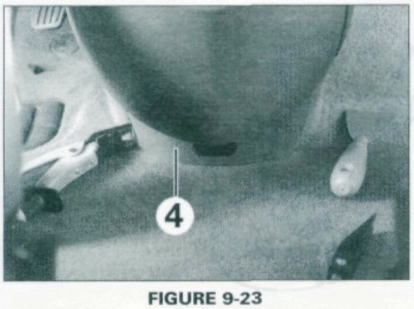

FIGURE 9-23
• Décliper la garniture inférieure (4) de la console centrale **(figure 9-23)**.